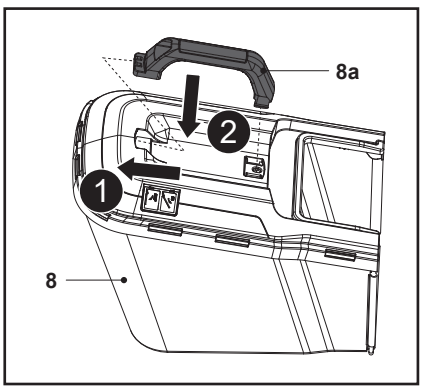

Fig. 6
2. Monte a pega de transporte (8a) nas duas ranhuras de fixação na estrutura superior do recipiente de recolha de relva (8), prestando atenção à orientação correta (Fig. 6).